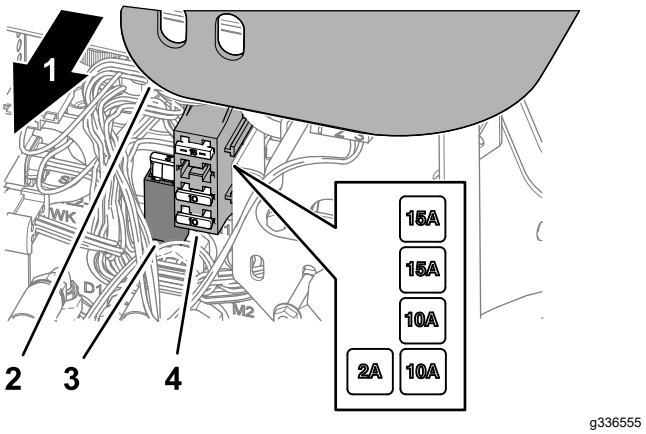

Rysunek 79
2. Zdejmij pokrywę z ramienia sterowania (Rysunek 79).
3. Zlokalizuj przepalony bezpiecznik w uchwycie bezpiecznika lub bloku bezpieczników (Rysunek 79).
5. Zamontuj pokrywę na ramieniu sterowania (Rysunek 79).